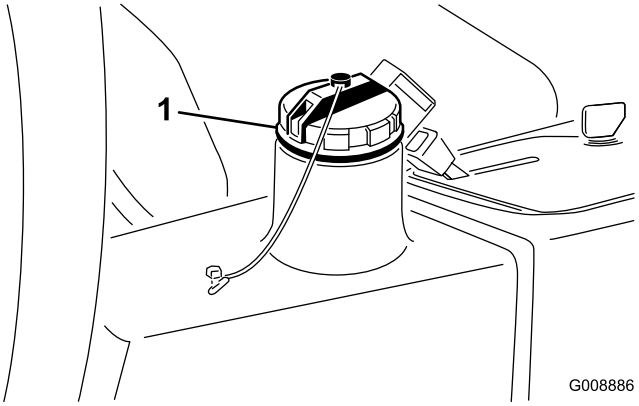

Figur 24
2. Rengør området omkring påfyldningsstudsen og hydrauliktankens dæksel (Figur 24). Fjern dækslet.